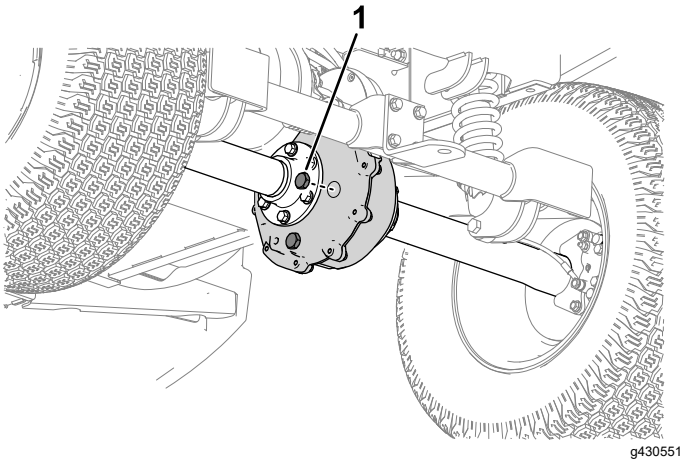

Figure 46
1. Remove the fill plug on the transaxle (Figure 46).
2. If the fluid level is low, remove the fill plug and add the specified fluid [indicated in Changing the Transaxle Fluid (page 40)] until it runs out of the hole (Figure 46).